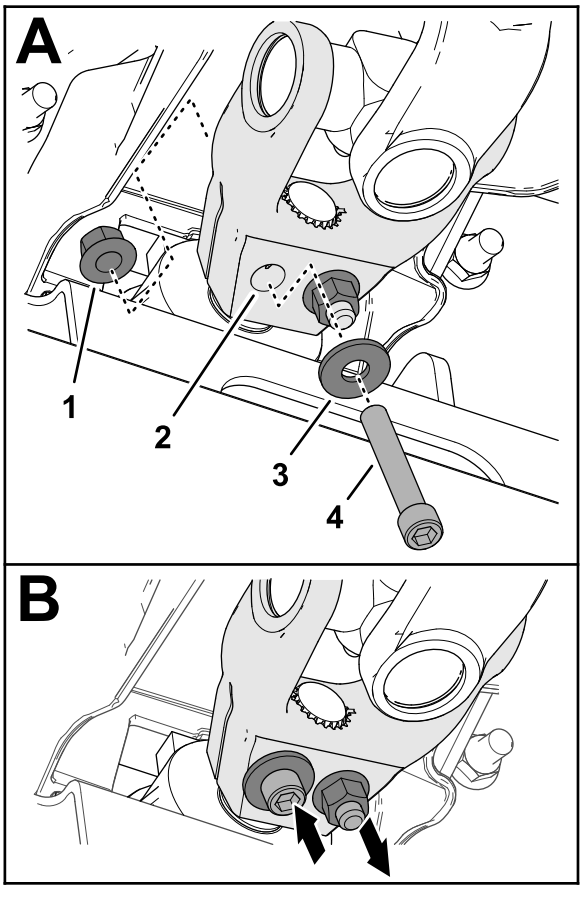

Figur 19
6. Montera en insexskruv (⅜ x 2 ¼ tum) genom en bricka (⅜ tum) och hålet i drivaxeloket (Figur 19) och fäst skruven med en flänslåsmutter (⅜ tum).
7. Montera en insexskruv (⅜ x 2 ¼ tum) genom en bricka (⅜ tum) och hålet i drivaxeloket från motsatt riktning (Figur 19) och fäst skruven med en flänslåsmutter (⅜ tum).